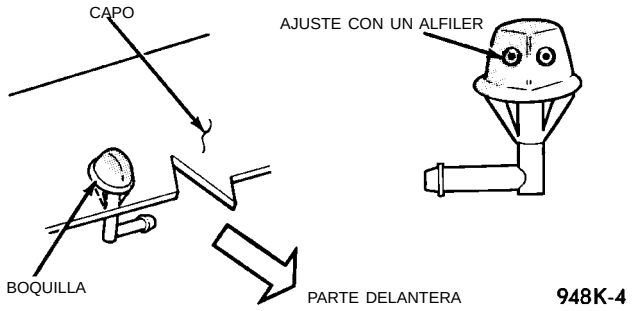
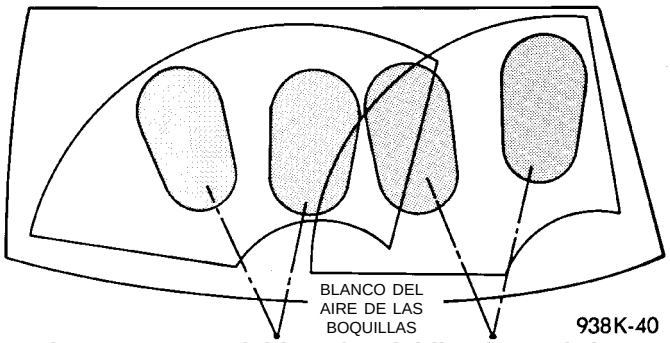

Fig. 1 Boquilla del lavador de parabrisas
Fig. 2 Trayecto del lavador del limpiaparabrisas
Este modelo está equipado con dos boquillas del lavador emplazadas en el capó. Cada boquilla emite dos chorros en el trayecto del limpiaparabrisas (Fig. 1). Si el rendimiento de las boquillas no es satisfactorio, éstas pueden ajustarse. Para ello, inserte un alfiler en la esfera de la boquilla y muévala hasta la posición correcta (Fig. 2). Las boquillas derecha e izquierda son idénticas.
(1) Desconecte de la boquilla la manguera del líquido del lavador.
(2) Con alicates de puntas delgadas, apriete una contra otra las dos lengüetas de cierre de la boquilla (Fig. 1).
(3) Retire la boquilla.